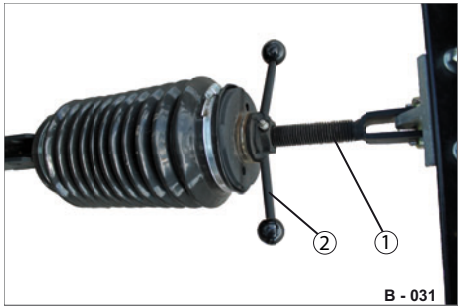

Abb. 52 Verstellung
▶ Drehen Sie den Spannhebel (Abb. 52/2) um die Spindel (Abb. 52/1) in die benötigte Richtung.